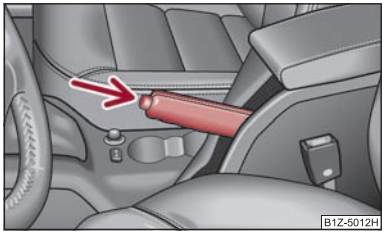

Fig. 86 Console centrale: Frein à main
– Tirez un peu le levier du frein à main vers le haut et enfoncez **simultanément** le bouton de verrouillage ⇒ fig. 86.